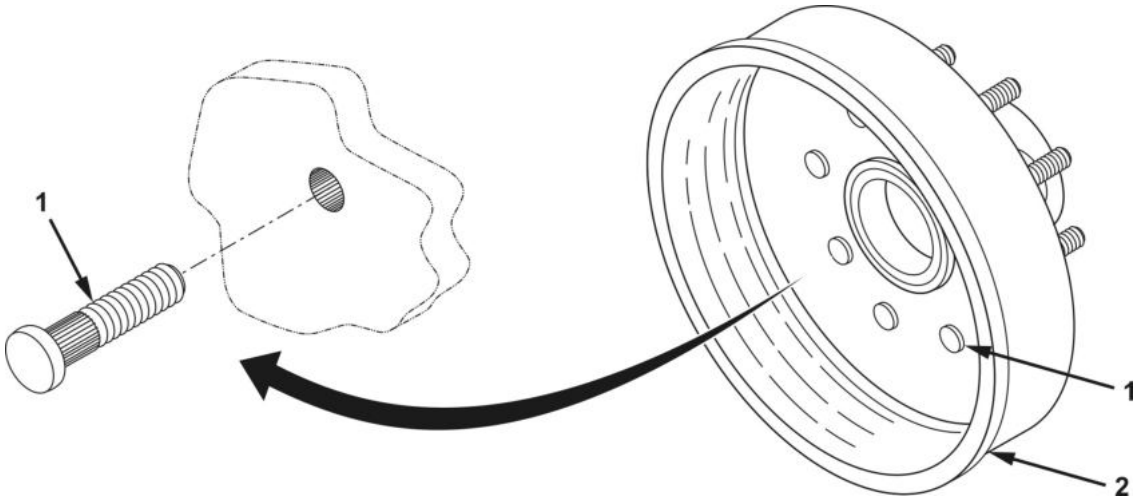

Figure 3. Hub/Drum, Race, and Bearing Seal Cleaning and Inspection.
4. Drive stud (Figure 3, Item 1) out of hub/drum (Figure 3, Item 2). Discard stud.
5. Align splines on stud (Figure 3, Item 1) with splines in hub/drum (Figure 3, Item 2) and press stud into hub/drum until stud shoulder seats against hub/drum.